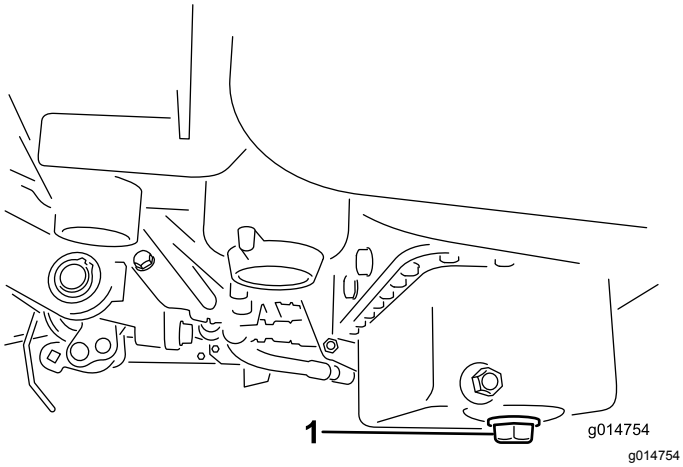

Figure 45
1. Retirez le bouchon de vidange et laissez couler l'huile dans un bac de vidange. Remettez le bouchon quand la vidange est terminée (Figure 45).